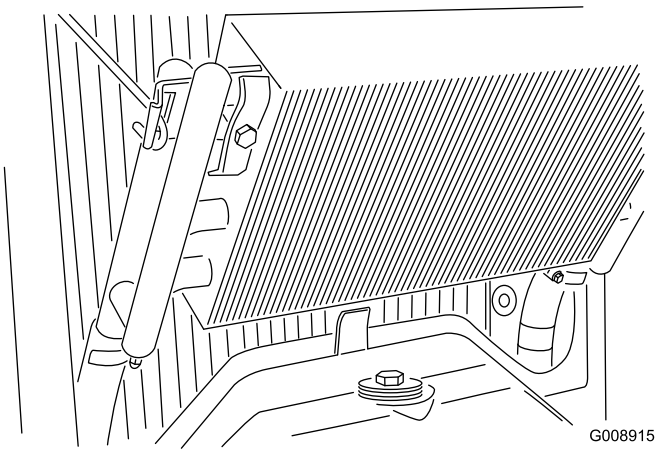

Figur 67
4. Lås upp oljekylaren och luta den bakåt (Figur 67).